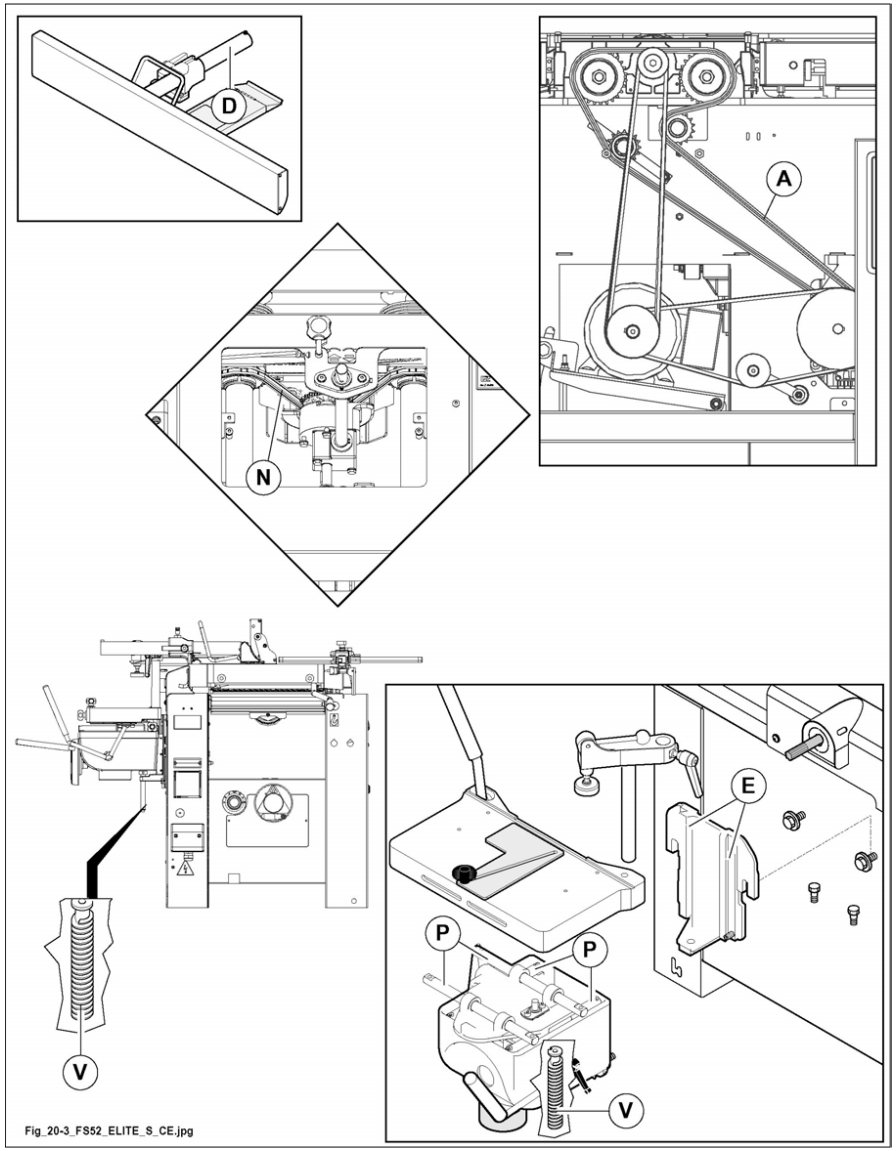

Fig. 20.3
1) worm (V fig.20.3) for lifting the mortiser (OPT).
1) sliding rod (D fig. 20.3) on planer guide.
2) Dovetail elements (E fig. 20.3), for mortiser to slide (OPT).
3) Sliding rods (P fig. 20.3) of mortiser table (OPT).
4) Transmission chain (A fig.20.3) of the motion to the feed rollers.
5) Table lifting chain (N fig.20.3).